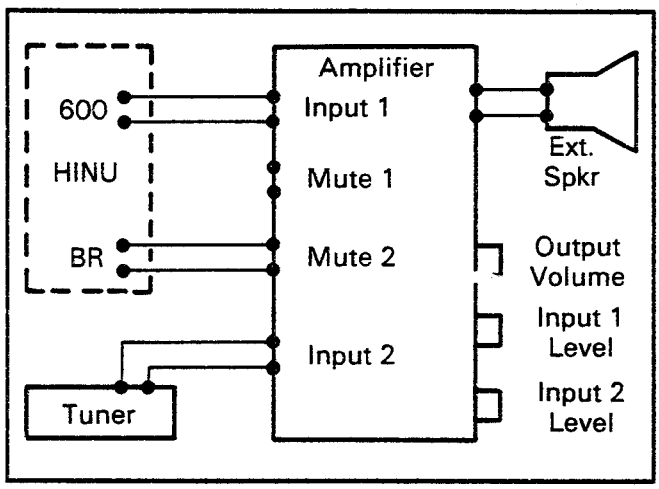

FIGURE 37
10.67 To provide external BGM control, connect the BR terminals on the HINU to the control terminals (mute, mike switch, etc.) on the amplifier (see Figure 37).